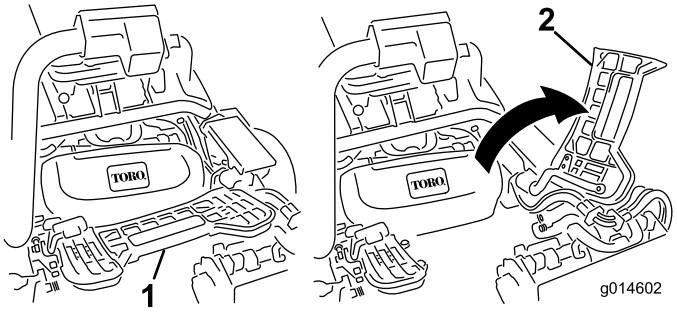

Figur 12
7. Hvis du skal montere den midterste klippeenhed, skal du hæve fodstøtten og vippe den op, så du får adgang til den midterste klippeenheds position (Figur 12).